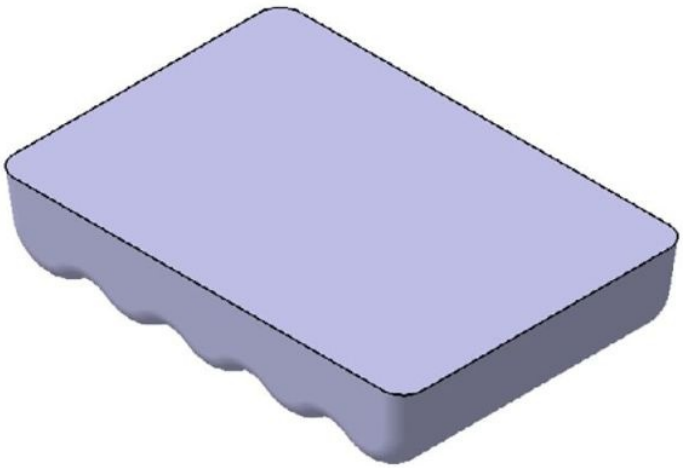

Figure 8-92 *The model after filleting the edges*
3. Set the value of the fillet radius in the **Radius** spinner to **25**. The model after filleting the edges is shown in Figure 8-92.